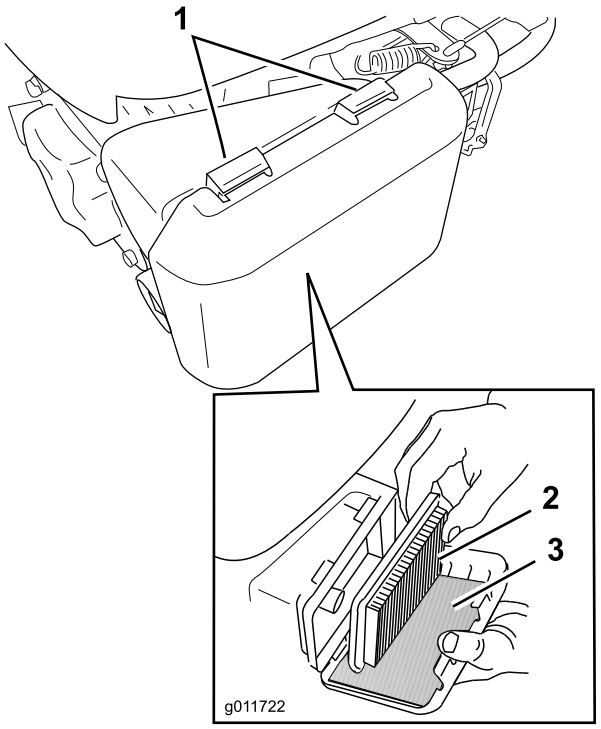

Rysunek 21
1. Wciśnij klapki zatrzasku na górze pokrywy filtra powietrza (Rysunek 21).
3. Wyjmij papierowy filtr powietrza i piankowy filtr wstępny (Rysunek 21).